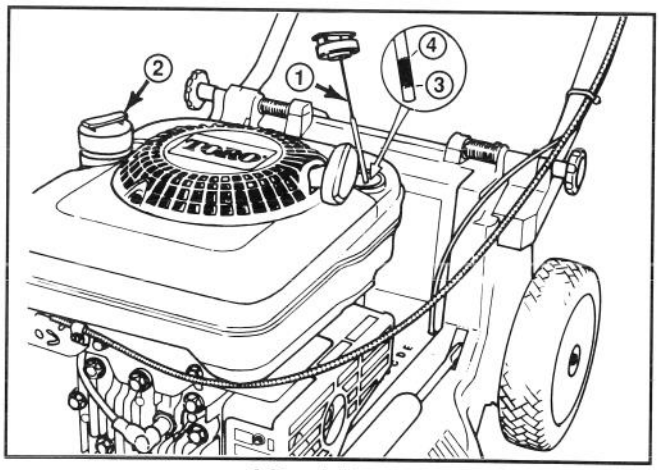

Afbeelding 7
3. Veeg de oliepeilstok af en steek hem weer in het vulgat. Draai de dop een kwartslag naar rechts. Verwijder daarna de oliepeilstok weer en controleer het oliepeil (Afb. 7). **INDIEN HET PEIL TE LAAG IS, OLIE BIJVULLEN TOT AAN DE VULLIJN OP DE OLIEPEILSTOK. VUL NIET BOVEN DE VULLIJN OMDAT DE MOTOR BIJ HET STARTEN ZOU KUNNEN BESCHADIGEN. LANGZAAM BIJVULLEN.**
1. Maak de tank rond de dop schoon en verwijder de dop van de tank (Afb. 7). Vul de tank met loodvrije benzine tot ongeveer 13 mm van de rand.
1. CONTROLEER HET OLIEPEIL—Houd het oliepeil tussen "ADD" en "FULL" zoals op de oliepeilstok is aangegeven (Afb. 7).
2. MAAIEN EN GRASPAKKING—De beste resultaten worden verkregen, wanneer ongeveer 1/3 van de grasspriet wordt afgemaaid. Als het gras lang is, stel dan de maaier tijdens de eerste maaironde in de hoogste stand (E). Maai het gras daarna nog eens op normale maaihoogte. Indien u teveel van het lange gras afmaait, kan de maaier verstopt raken en de motor afslaan.